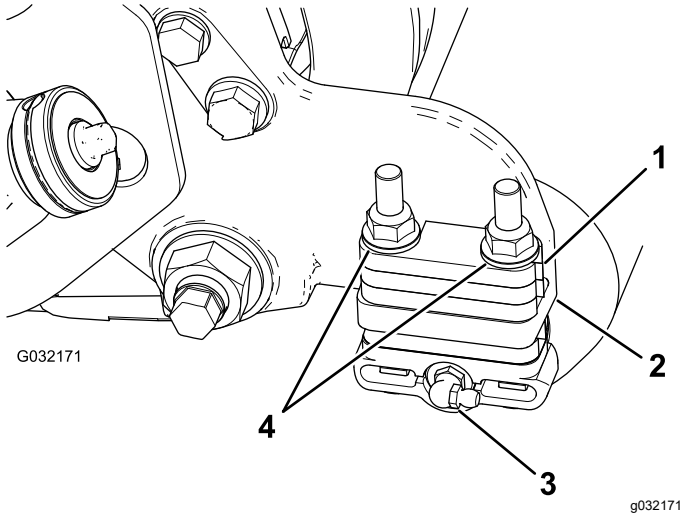

Figure 6
1. Déposez le graisseur du rouleau sur le côté de l'unité de coupe sur lequel est fixé le carter de brosse (Figure 6).
3. Retirez les 2 contre-écrous à embase qui fixent chaque support de rouleau aux plaques latérales, **ainsi que toutes entretoises de 6 mm placées au sommet de la bride de montage de la plaque latérale** (Figure 6).